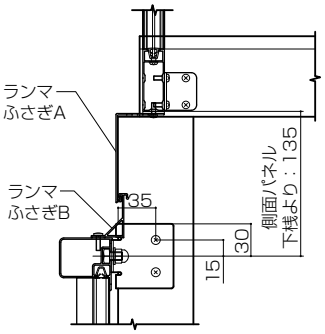
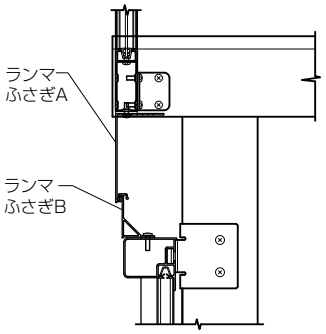

図10
図11
②ランマふさぎBはランマふさぎAに引っ掛けた後「2 ランマふさぎAの加工、組付け（図10、図11参照）」、上下桟の上面に乗せて取付けてください。
③ランマふさぎAを本締めしてください。